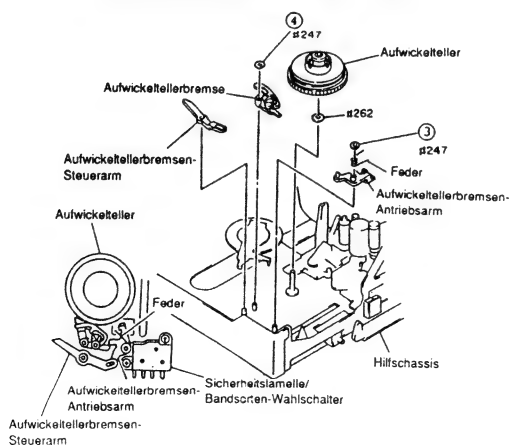

Abb. 2-50
1) Den Aufwickeltellerbremsen-Steuerarm aus dem Hilfschassis herausziehen (siehe Abb. 2-50).
3) Eine (1) Scheibe entfernen und den Aufwickeltellerbremsen-Antriebsarm aus dem Hilfschassis herausziehen.
4) Eine (1) Scheibe entfernen und die Aufwickeltellerbremse aus dem Hilfschassis herausziehen.